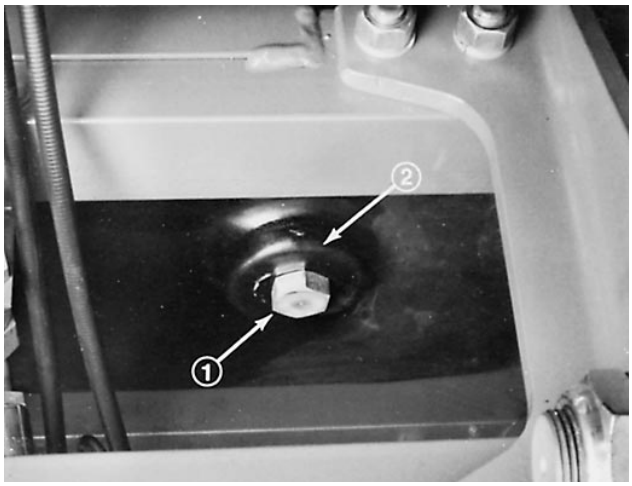

Afbeelding 47
2. De aftappluggen bevinden zich rechts achter het voorwiel, en midden achter en midden vóór het reservoir (Afb. 47).
1. Plaats de opvangbak onder het reservoir. Verwijder achtereenvolgens alle drie (3) aftapplugs en laat de olie in de bak lopen (Afb. 47).